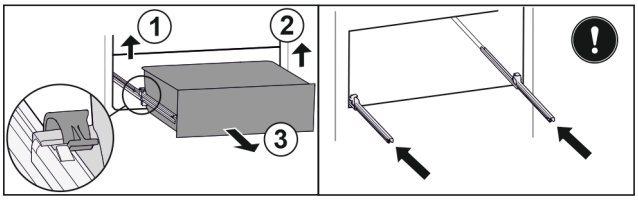

Fig. 114
▶ Løft den venstre klemme, og træk samtidigt skuffen i venstre side fremad. *Fig. 114 (1)*
▶ Løft den højre klemme, og træk samtidigt skuffen i højre side fremad. *Fig. 114 (2)*
▶ Tag skuffen ud fremefter. *Fig. 114 (3)*